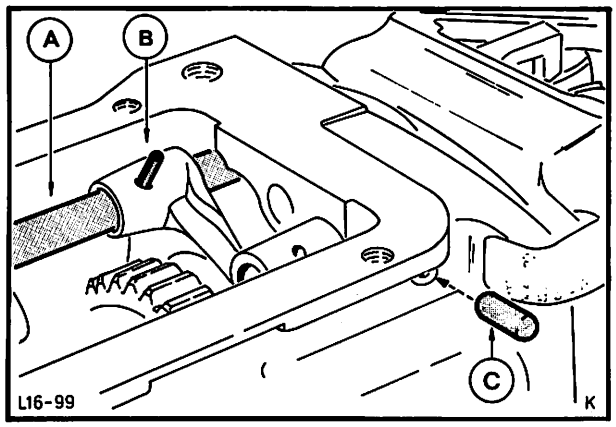

Abb. 118 Schaltwelle 1./2. Gang einbauen
53. Schaltwelle (1./2. Gang) durch die rechte Gehäusebohrung schieben und gleichzeitig in die entsprechende Schaltgabel einführen. Spannstift montieren und Arretierstift einsetzen, Abb. 118.